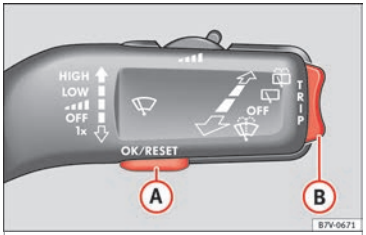
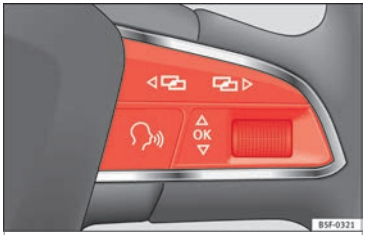

Fig. 45 Windscreen wiper lever: buttons to access the instrument panel menus
Fig. 46 Multifunction steering wheel: buttons to access the instrument panel menus
- If a message or vehicle symbol is displayed, press OK (›› **Fig. 45** (A) or ›› **Fig. 46**).
- Press rocker switch ›› **Fig. 45** (B) upwards or downwards, or, on the multifunction steering wheel, turn the thumbwheel until you reach the required menu option.